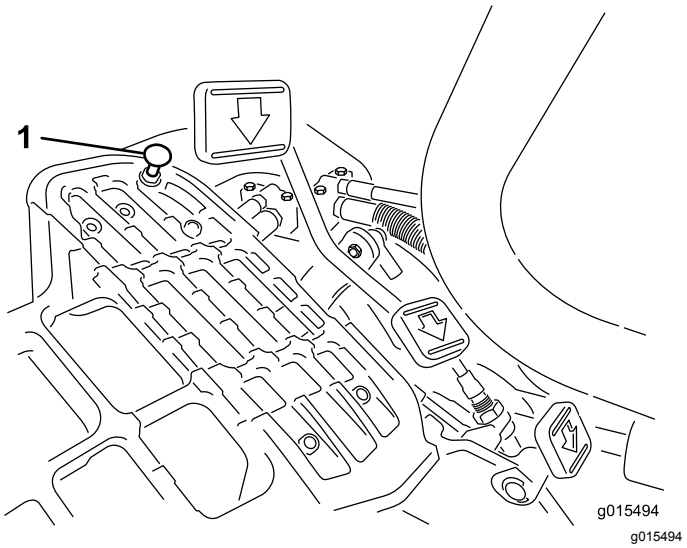

Figur 54
Tryck ner bromspedalen. Det behövs en justering om pedalen vidrör stoppet (Figur 54) innan anspänningen känns i kabeln:
1. Lossa låsmuttrarna till huvudskruvarna med fläns som fäster pedalstoppet vid golvplattan (Figur 54).